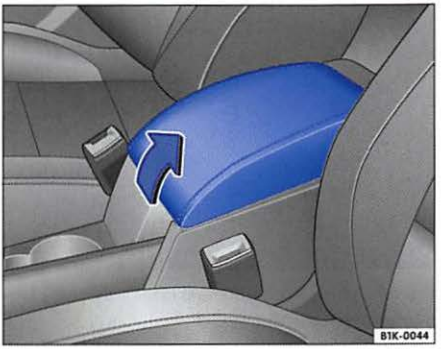

Fig. 61 Front armrest with storage compartment
– To open the storage compartment lift the armrest in the direction of the arrow ⇒ fig. 61.